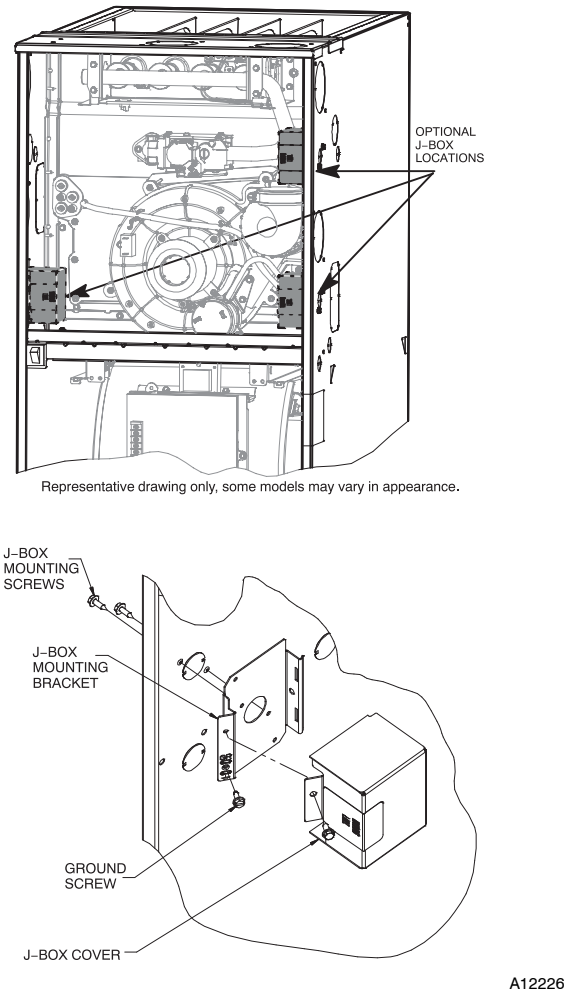

Fig. 33 - Installing J–Box (When Used)
The J–Box cover, mounting bracket and screws are shipped in the loose parts bag included with the furnace. The J–Box can be mounted on the left or right side of the casing, as viewed from the upflow position. See Fig. 33.
Align the J–Box mounting bracket against the inside of the casing and secure the mounting bracket with the screws. See Fig. 33.
6. Connect field ground wire and factory ground wire to green ground screw on J–Box mounting bracket as shown in Fig. 33.
1. Install J–Box mounting bracket to inside of furnace casing. See Fig. 33.
5. Connect field ground wire and factory ground wire to green ground screw on J–Box mounting bracket as shown in Fig. 33.
7. Attach furnace J–Box cover to mounting bracket with screws supplied in loose parts bag. Do not pinch wires between cover and bracket. See Fig. 33.
4. Connect field ground wire and factory ground wire to green ground screw on J–Box mounting bracket as shown in Fig. 33.